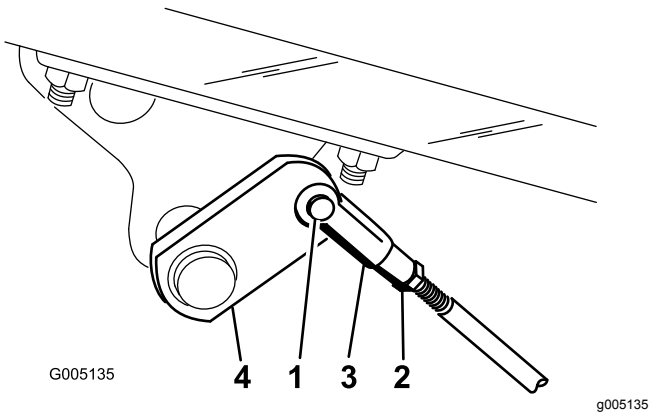

Figur 56
2. Hvis bremsene ikke låses likt, kobler du fra bremsestengene ved å fjerne splinten og splittpinnen (Figur 56).
3. Løsne låsemutteren, og juster sjakkelen (Figur 56).
4. Monter sjakkelen på bremseakselen (Figur 56).